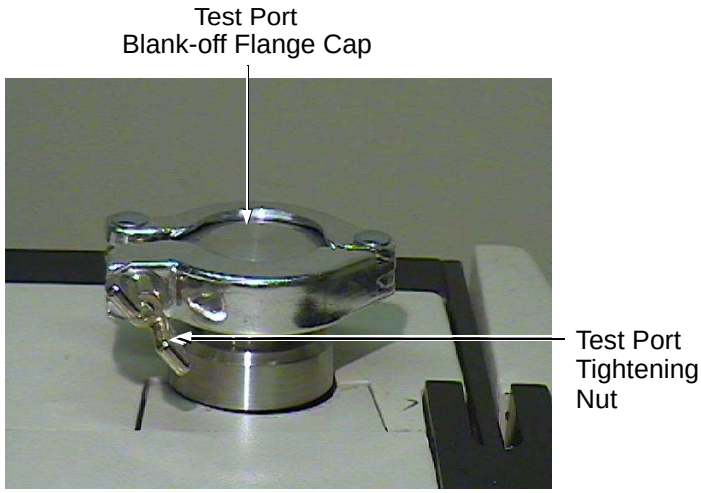

Figure 2-1 Test Port with Blank-Off Flange Cap
1. Turn the test port wing nut counterclockwise to loosen it (Figure 2-1), remove the quick clamp (Varian p/n KQ25AWP) from the test port, and remove any connected devices.